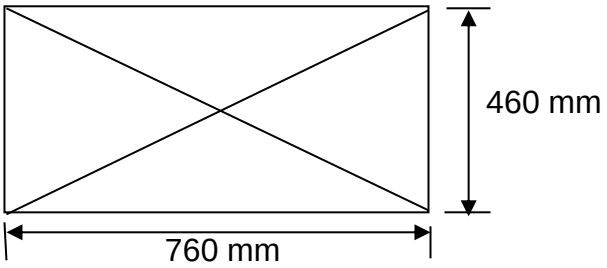

FIGURE 7
7.3 FIGURE 7 shows the centre of gravity of an object. Calculate the centre of gravity. (3)